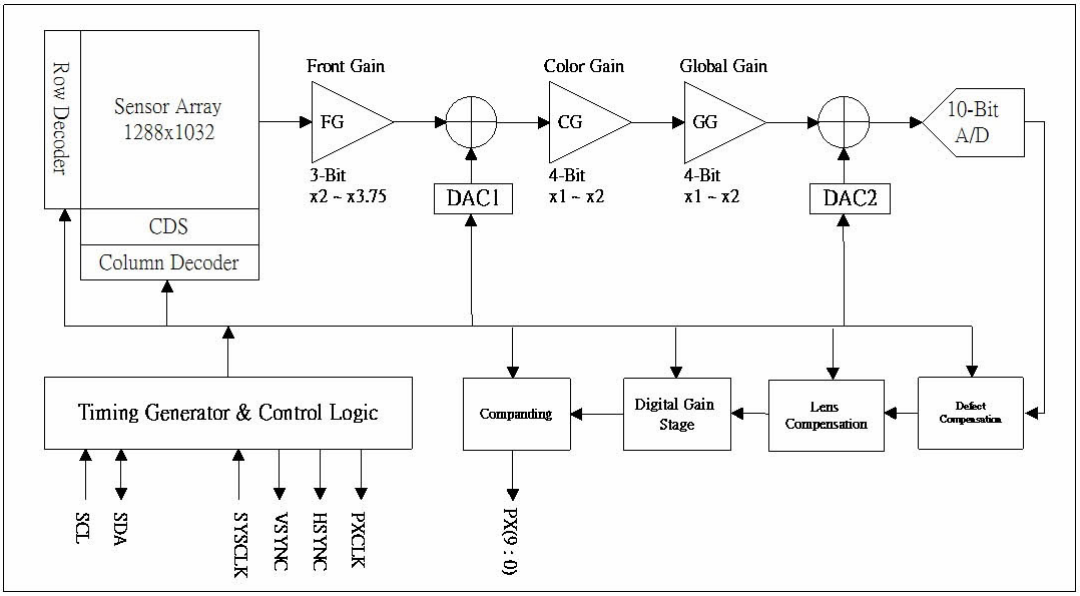

Figure 3.1 Shows the PAS5101CS sensor block diagram
The PAS5101CS is a 1/3" CMOS imaging sensor with 1280 (H) x 1024 (V) physical pixels. The active region of sensor array is 1288 (H) x 1032 (V) as shown in Figure 3.1. The sensor array is cover with Bayer pattern color filters and μ-lens. The first pixel location (0,0) is programmable in 2 direction (X and Y) and the default value is at the left-down side of sensor array.